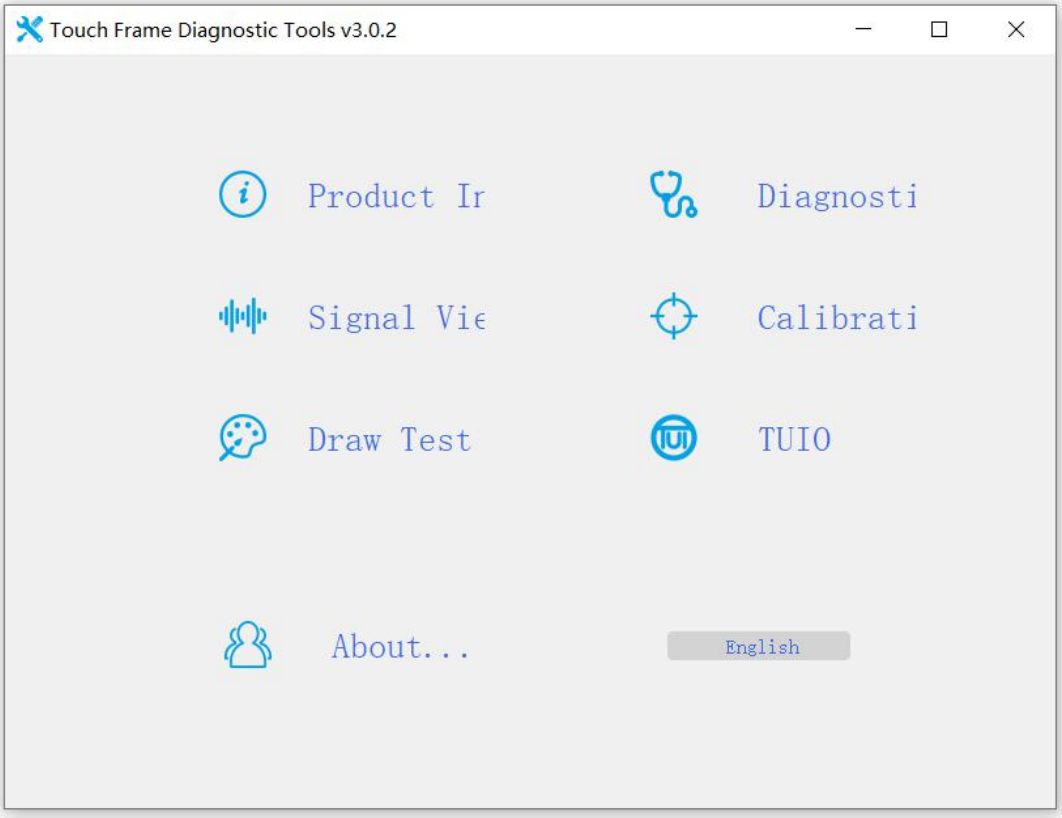

Figure 19 The main window of DiagTool
a) Launch the calibration software DiagTool (see Figure 19).